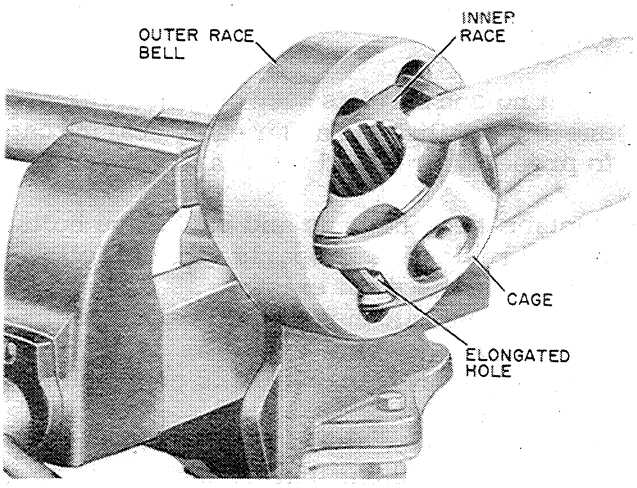

Figure U-46
2. Insert the inner race and cage into the outer race at right angles and tilt into position, Figure U-46. At the same time align the outer race teeth with the elongated openings in the cage.